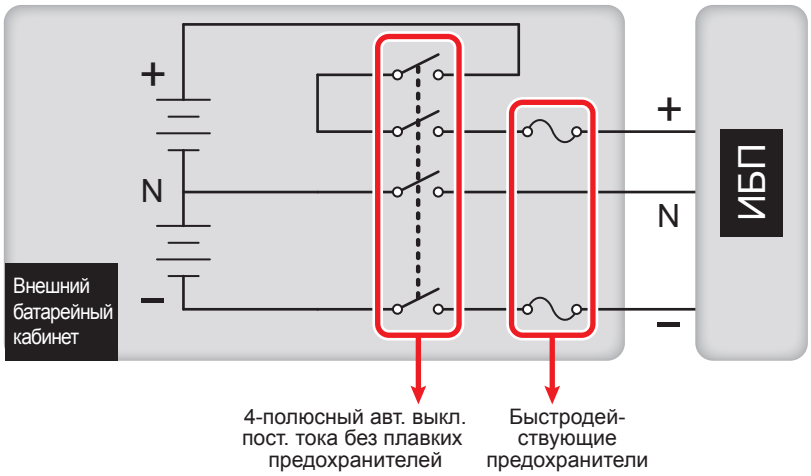
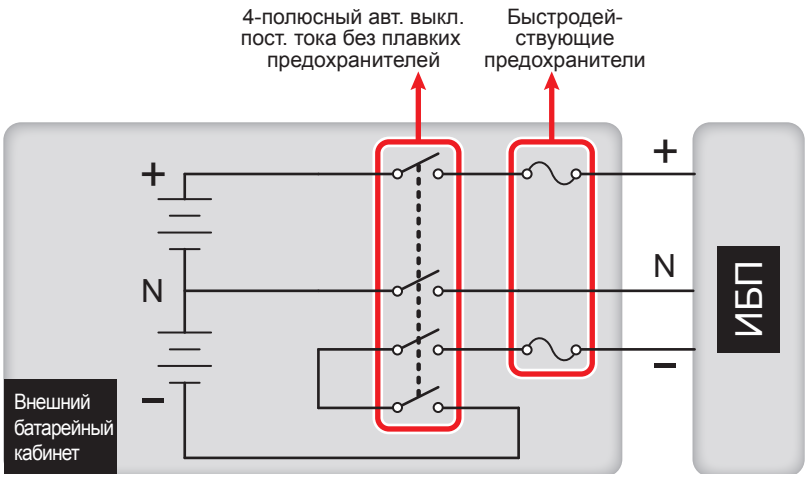

Рис. 6-17. Установка 4-полюсного автоматического выключателя постоянного тока и быстродействующих предохранителей (I)
Рис. 6-18. Установка 4-полюсного автоматического выключателя постоянного тока и быстродействующих предохранителей (II)
- Необходимо использовать 4-полюсный автоматический выключатель постоянного тока (без встроенных предохранителей). На один полюс разрешается подавать постоянное напряжение 250 В, на два последовательно включённых полюса – 500 В, на три – 750 В пост. тока. При установке 4-полюсного автоматического выключателя постоянного тока и быстродействующих предохранителей между ИБП и блоком внешних батарей сторонних производителей руководствуйтесь ***рис. 6-17*** и ***рис. 6-18***.